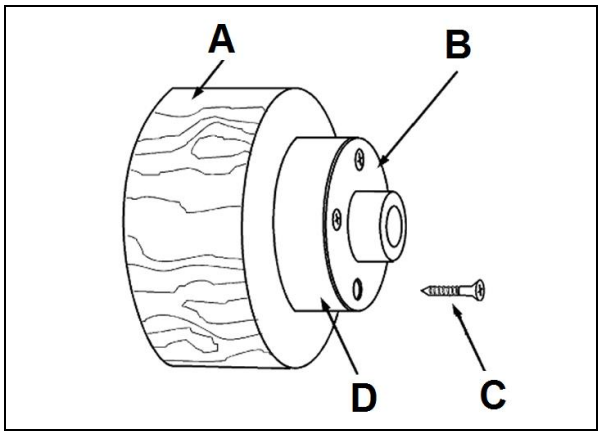

Fig 28
Fixer la pièce à usiner (A, Fig 28) avec 4 vis à bois (C) par derrière directement sur le plateau circulaire.